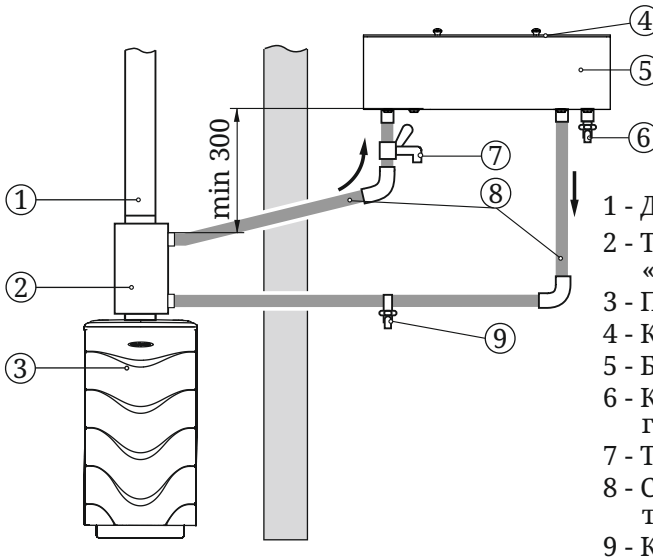

Рисунок 7. Схема монтажа системы водонагрева с использованием теплообменника «самоварного» типа
При необходимости получения горячей воды за более короткий срок, допускается производить разбор воды до ее попадания в бак. Для этого необходимо присоединить трехходовой кран типа «Т» (7) к трубе горячей линии, между верхним штуцером теплообменника и выносным баком в удобном для вас месте (см. рисунок 7).